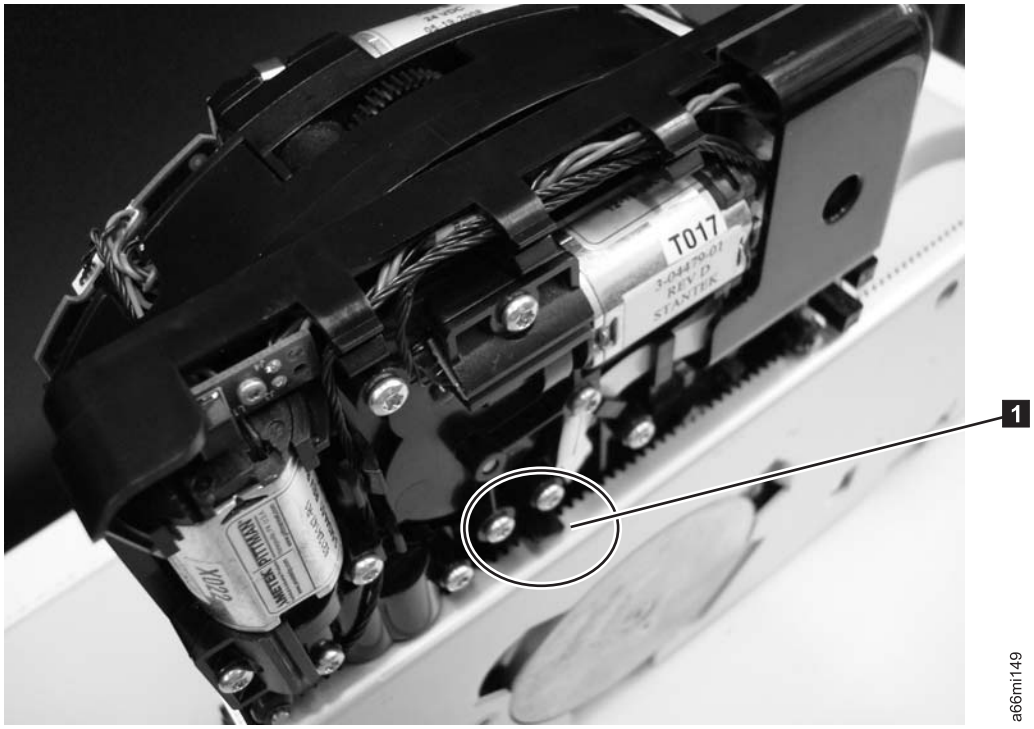
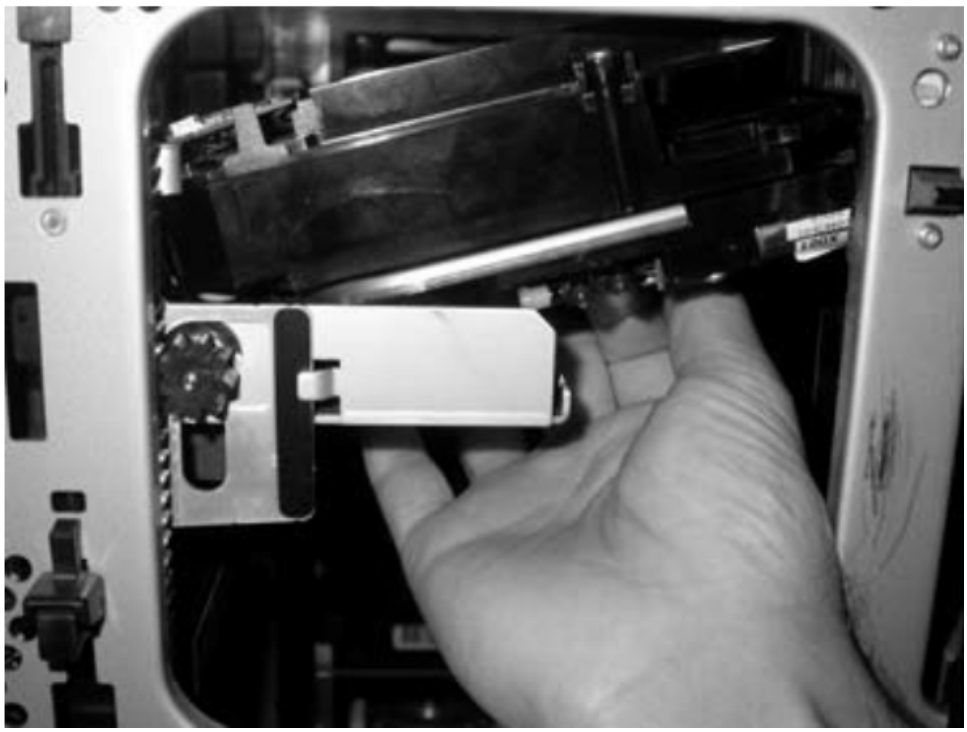

Figure 7-105. Close-up of the release lever
Figure 7-106. Lift Picker
7. Locate the release lever (**1** in Figure 7-105) on the under side of the Picker Assembly and pull it forward. While holding the release lever forward, lift up on the right side of the Picker Assembly and lift it off of the M2 Robot Assembly (see Figure 7-106 on page 7-95).